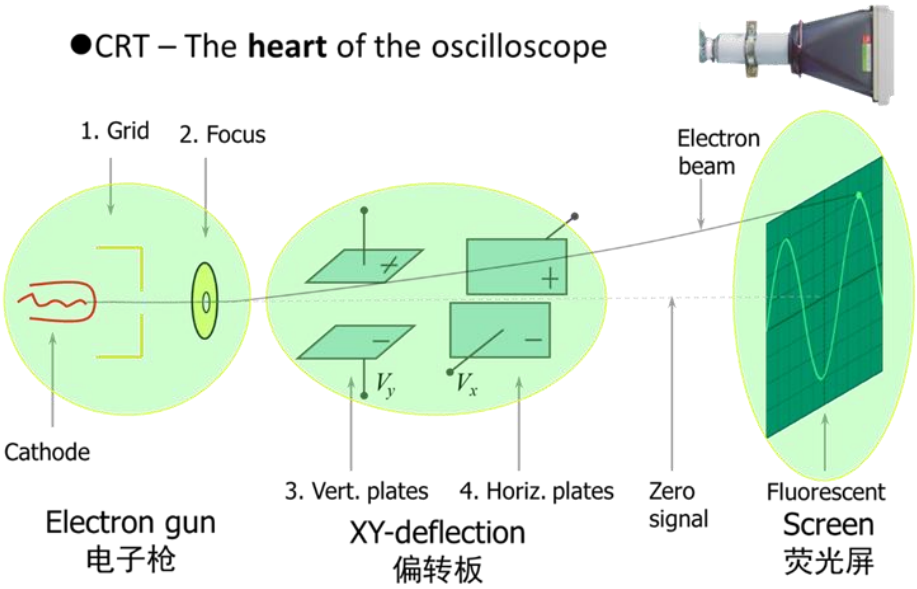

图 2. 示波管（CRT）结构示意图
1.示波管 示波管（CRT）是示波器的核心，如图 2 所示。它主要由安装在高真空管中的电子枪、偏转系统和荧光屏三部分组成。电子枪用来发射一束强度可调且能聚焦的高速电子流，它由灯丝、阴极、栅极 1、聚焦阳极 2 等部分组成。偏转系统由垂直(Y)偏转板 3 和水平(X)偏转板 4 组成。偏转板用来控制电子束在 XY 方向偏转运动，在偏转板上施加适当电压，电子束通过时运动方向发生偏转，在荧光屏上产生的光点位置随之改变。荧光屏上涂有荧光粉，受电子轰击后发光而形成光点，光点的亮度取决于单位时间打在荧光屏上的电子数量，调节栅极 1 的电位可以改变加速度从而调节波形亮度；光点的大小由电子束的粗细决定，调节聚焦阳极 2（静电聚焦非线性电场）的电位可以改变电子束聚焦的远近从而调节波形的清晰度。它们分别由示波器面板上的辉度（**INTEN**sity）和聚焦（**FOCUS**）旋钮来调节实现。